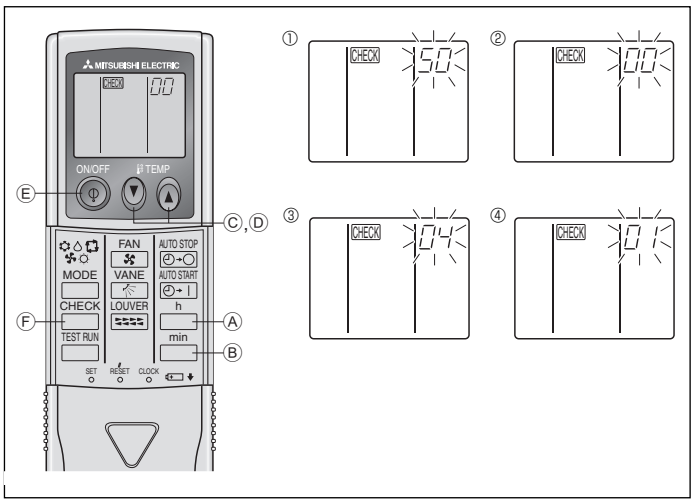

Fig. 6-10
⑧ Pulse el botón MODE Ⓔ para que el modo y el número de configuración (I) y (II) estén continuamente activados y se pueda confirmar el contenido de la configuración.
⑨ Mantenga simultáneamente presionados los FILTER Ⓐ y TEST RUN Ⓑ durante dos segundos por lo menos. La pantalla de selección de funciones desaparecerá momentáneamente y aparecerá la visualización de desconexión (OFF) del acondicionador de aire.
2) Para el controlador remoto inalámbrico por infrarrojos (Fig. 6-10)